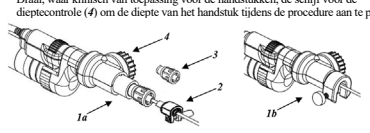

Afbeelding 1
1. Als u een werkkanaalhandstuk gebruikt (***Afbeelding 1***) is er een mechanisme voor dieptecontrole met luer (***1a***) of een uniek MINOP-hulpmiddel (***1b***) toegevoegd om te koppelen aan endoscopen.